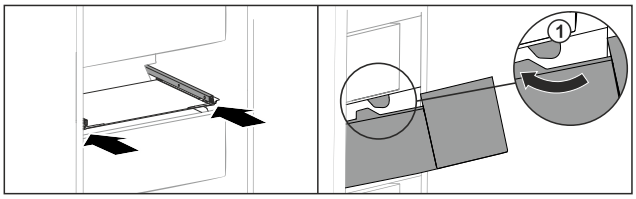

Fig. 149
▶ Vadiet atvilktni apkārt aizturiem *Fig. 149 (1)*.